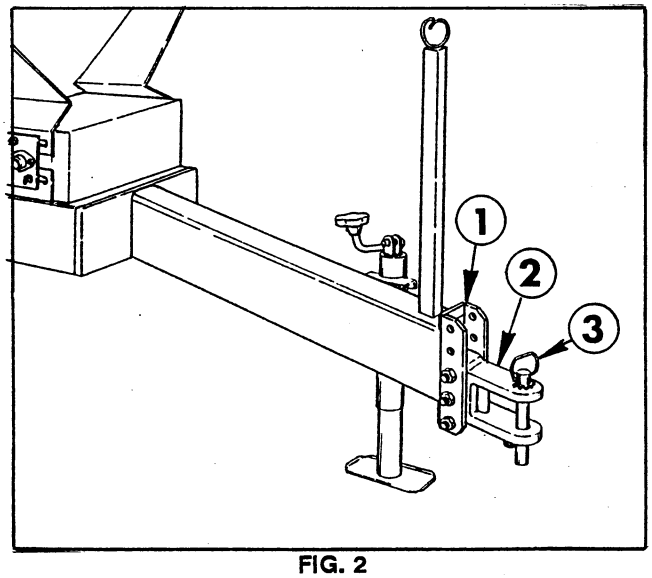

FIG. 2
2. Slowly back the towing Tractor to position it's draw bar close enough to the Topdresser's hitch yoke, to make a visual alignment of the connection. See FIG. 2.